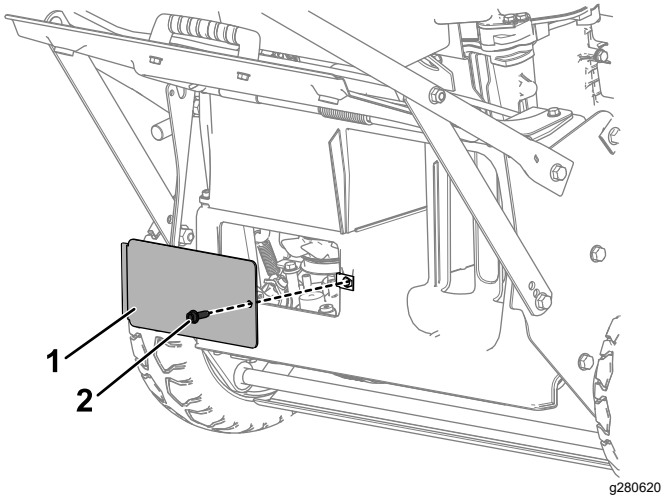

Figura 47
8. Retire la ventanilla trasera, situada debajo del deflector de descarga trasera, retirando el perno que la sujeta (Figura 47).